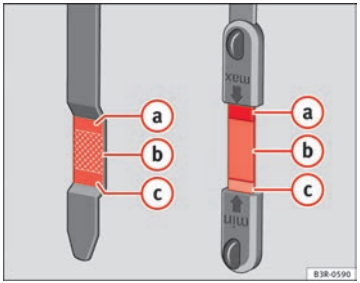

Abb. 169 Markierung am Ölmessstab
– Den Messstab anschließend wieder herausziehen und den Ölstand ablesen ⇒ Abb. 169. Füllen Sie gegebenenfalls Motoröl nach ⇒ Seite 242.